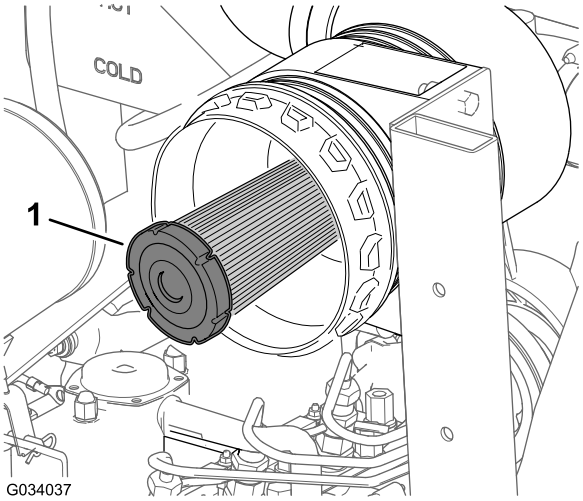

Figur 49
2. Kontroller om sikkerhetsfilteret for luftrenseren er fritt for støv og rusk (Figur 49).
Viktig: Ikke prøv å rengjøre sikkerhetsfilteret (Figur 49). Erstatt sikkerhetsfilteret etter hver tredje overhaling av det primære luftfilteret.